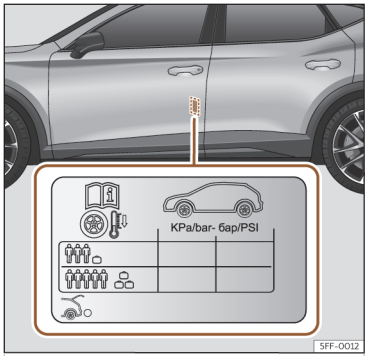

Abb. 219 Einbauort des Aufklebers für den Reifenfülldruck.
- Passen Sie bei größerer Zuladung den Reifendruck entsprechend an ››› **(Abb. 219)**.
Die Angaben zum Reifenfülldruck befinden sich auf dem Aufkleber an der Fahrertürsäule ››› **(Abb. 219)**.
Der Reifendruck muss der aktuellen Fahrzeugbeladung angepasst werden. Wenn das Fahrzeug voll beladen werden soll, muss der Reifenfülldruck entsprechend dem auf dem Reifenfülldruck-Aufkleber angegebenen maximalen Wert erhöht werden ››› **(Abb. 219)**.
Füllen Sie bei einem minimierten Notrad (125/70 R16 oder 125/70 R18) auf einen Druck von 4,2 bar, gemäß Angabe auf dem Aufkleber mit den Reifendruckwerten ››› **(Abb. 219)**.
- **Der Fahrer ist verantwortlich für den richtigen Reifenfülldruck an allen Reifen am Fahrzeug. Der empfohlene Reifenfülldruck befindet sich auf einem Aufkleber ››› (Abb. 219).**
- **Immer den richtigen Reifenfülldruck am kalten Reifen einhalten, wie auf dem Aufkleber angegeben ››› (Abb. 219).**